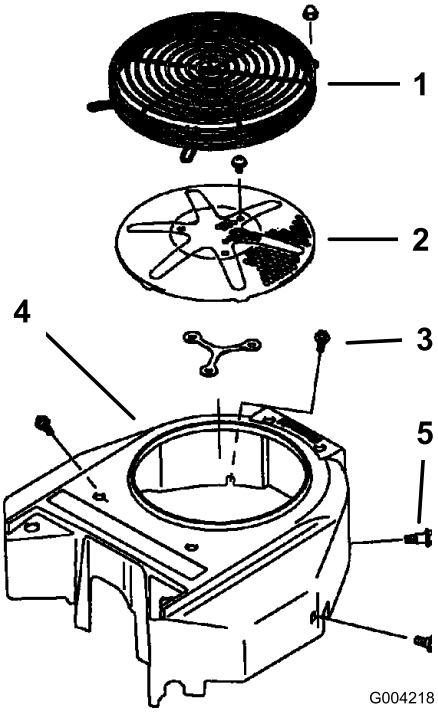

Figuur 69
Verwijder voor elk gebruik eventuele grasresten, vuil of andere verontreiniging van het motorscherm. Dit zal mede zorgen voor een adequate koeling en een correct motortoerental en zal de kans verkleinen dat de motor oververhit raakt en technische schade oploopt (Figuur 69).
3. Verwijder de luchtinlaatroosters, de terugloopstarter en de ventilatorbehuizing (Figuur 69).
5. Verwijder de luchtinlaatroosters, de terugloopstarter en de ventilatorbehuizing (Figuur 69).